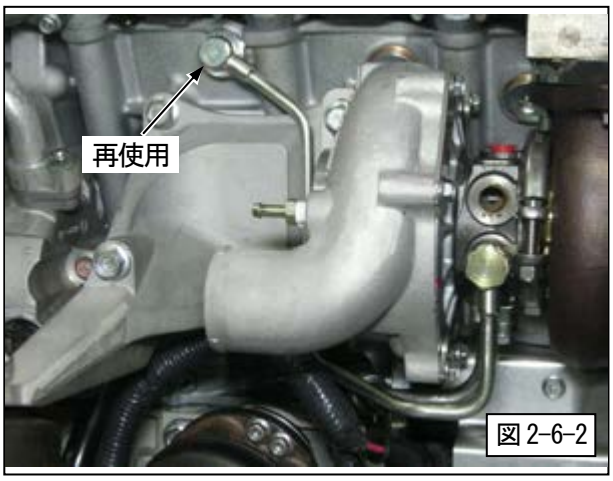

図 2-6-2
(1) ＬＨ側ＩＮパイプを取付けてください。(図 2-6-2)